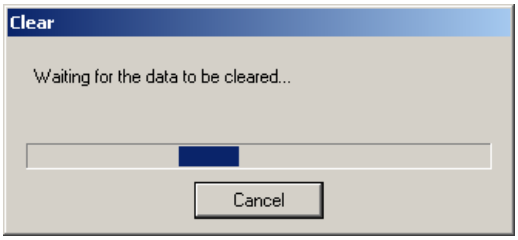
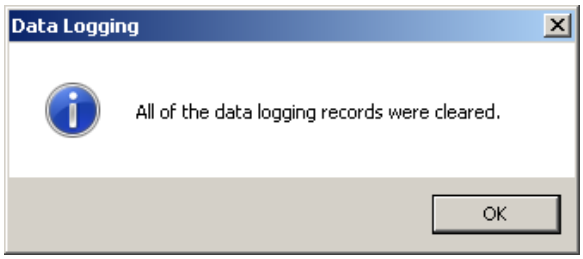

Figure 2-29 Clear Data Log Record Status Screen
Figure 2-30 Data Log Records Cleared Successfully Confirmation Screen
3. Select **OK**. TapTalk will display a "Clear" status screen (Figure 2-29) and then a "All of the data logging records were cleared" confirmation screen (Figure 2-30).